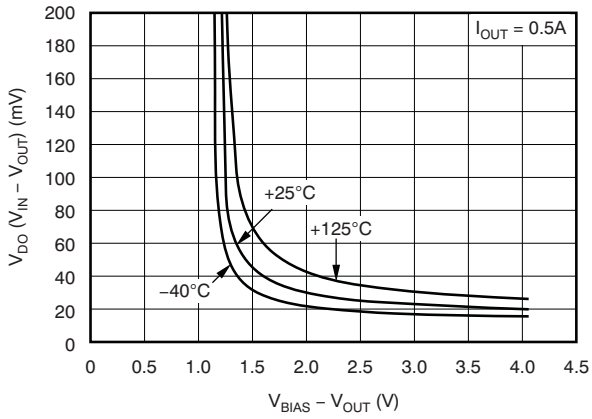

Figure 6. Dropout Voltage vs ($V_{BIAS} - V_{OUT}$) and Temperature (T_J)
(1) Adjustable devices tested at 0.8 V; resistor tolerance is not taken into account.
(2) Dropout is defined as the voltage from V_{IN} to V_{OUT} when V_{OUT} is 3% less than nominal.
(3) 1.62 V is a test condition of this device and can be adjusted by referring to Figure 6.